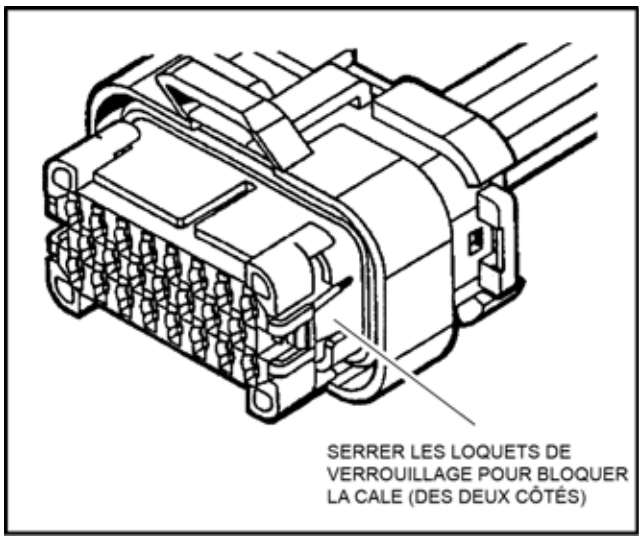

Figure 7-12. Montage du connecteur (3 de 4)
3. Une fois que tous les contacts requis ont été insérés, mettez le verrou en position fermé. Relâcher les verrous de fermeture en les enfonçant vers l'intérieur (Voir Figure 7-12., Montage du connecteur (3 de 4)).